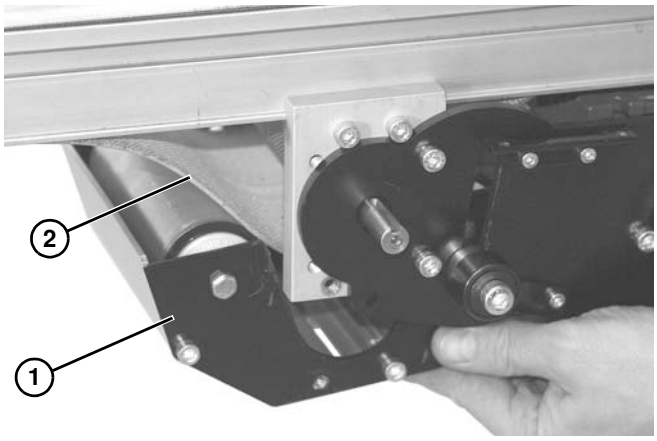

Figure 43
3. Descendre et retirer le module d'entraînement médian **(Figure 43, élément 1)** de la bande **(Figure 43, élément 2)**.